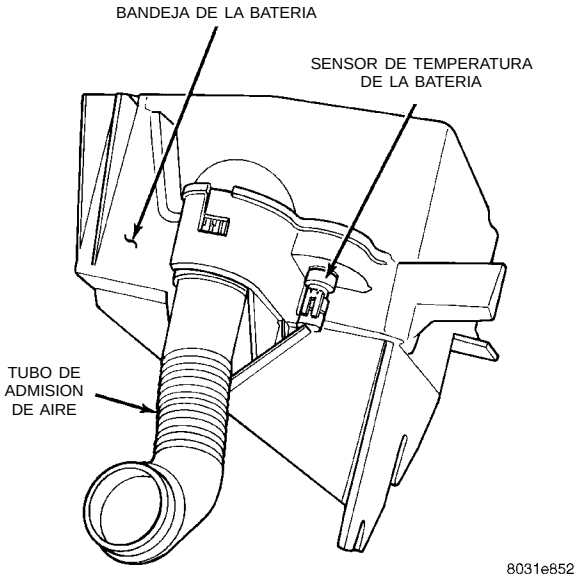

Fig. 76 Conectores del sensor de temperatura de la batería
(25) Inspeccione la conexión del sensor de temperatura de la batería (Fig. 76).